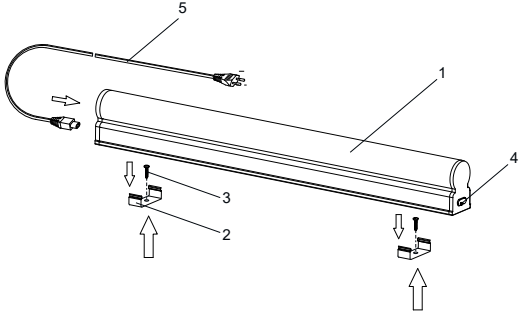

Рисунок 2
4.1 Монтаж светильника (1) на рабочую поверхность производить при помощи монтажных скоб (2) и винтов самонарезающих (3), входящих в набор креплений (рисунок 2). Для монтажа необходимо закрепить две монтажные скобы (2) на стене или потолке и защёлкнуть в них корпус светильника (1).
4.2 Подключение светильника (рисунок 2):
– смонтировать светильник (1) в рабочее положение;
– присоединить сетевой шнур (5) к одной из встроенных в торец светильника вилке. На вилку, расположенную на противоположном торце светильника, установить заглушку (4) (входит в комплект);
– подключить сетевой шнур (5) к бытовой электрической сети 230 В~.